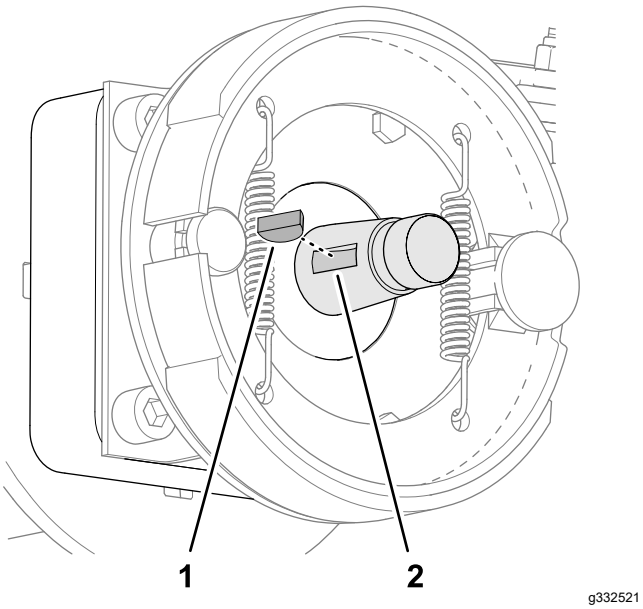

Figur 67
5. Fjern Woodruff-federen fra hjulmotorakslen (Figur 67).